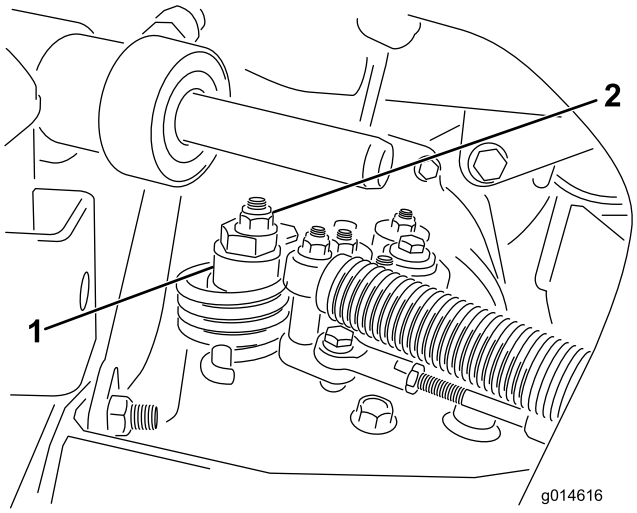

Figur 46
A. Løsne mutteren som fester eksenteren til toppen av hydrostaten (Figur 46).
C. Stram eksenteren til den ikke beveger seg i noen retning. Når hjulet ikke lenger roterer, må du stramme mutteren som låser eksenteren og justeringen (Figur 46). Kontroller justeringen med gassen i SAKTE- og HURTIG-stillingen.